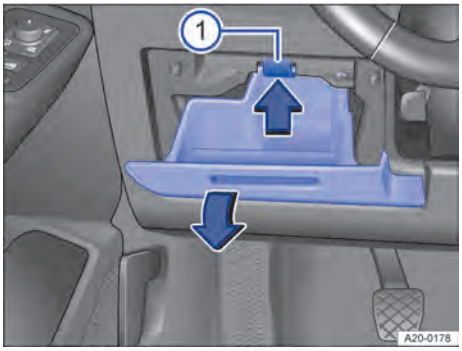

**Fig. 165** Tapa de la caja de fusibles del tablero de instrumentos: vehículos con el volante a la izquierda, a la izquierda junto al volante.
① Pestaña de encastre
1. Abra el portaobjetos y, dado el caso, vacíelo → fig. 165.
2. Presione la pestaña de encastre hacia arriba, en el sentido de la flecha y, al mismo tiempo, abra aún más el portaobjetos y retírelo en el sentido de la flecha hasta que se pueda acceder al portafusibles → fig. 165 ①.